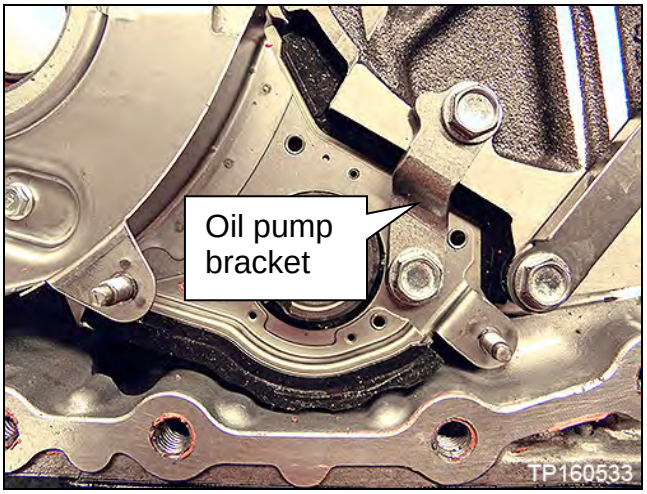

Figure 16B
c. Oil pump bracket (Figure 16B).